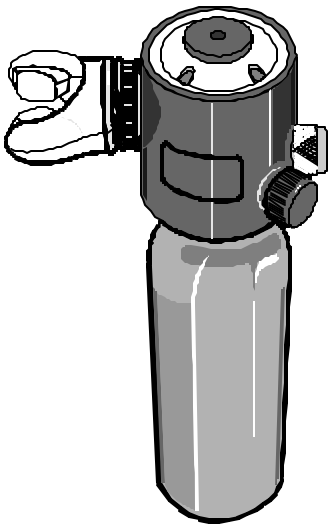

Figure 4-19 HEED III
- The HEED III assembly (see figure 4-19) consists of a 2 ¼ inch diameter high-pressure cylinder mounted to a single stage pressure demand regulator. The HEED III contains compressed air serviced to 3,000 PSI.